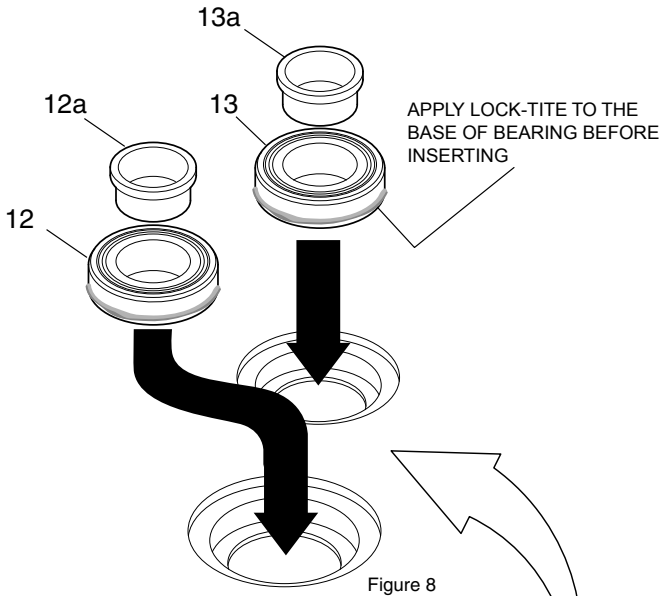

Figure 8
Insert the inside rings (items 12a and 13a) in their appropriate bearing, as shown in figure 8.